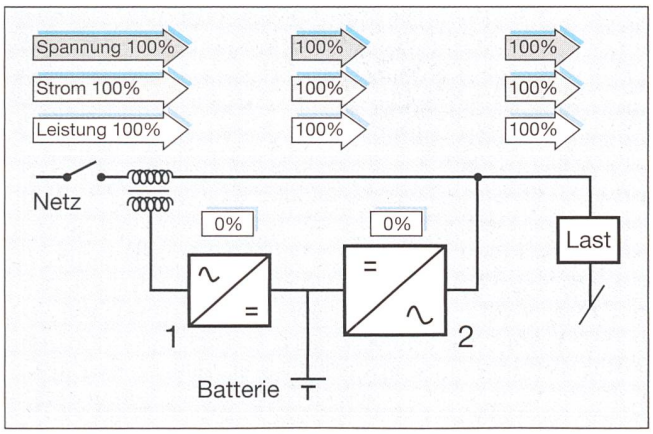

Bild 5 Energiefluss bei Netznennspannung
Bild 5 zeigt die USV bei Normalbetriebsbedingung. Es besteht kein Unterschied zwischen Netzspannung und Ausgangsspannung; die Batterien sind voll aufgeladen, die Last beträgt 100%. Der Delta-Wechselrichter (1) unterstützt nur den Netzstrom, der in diesem Fall gleich dem Laststrom ist (wobei eine lineare Widerstandsbelastung angenommen wird). Da die über dem Trafo anliegende